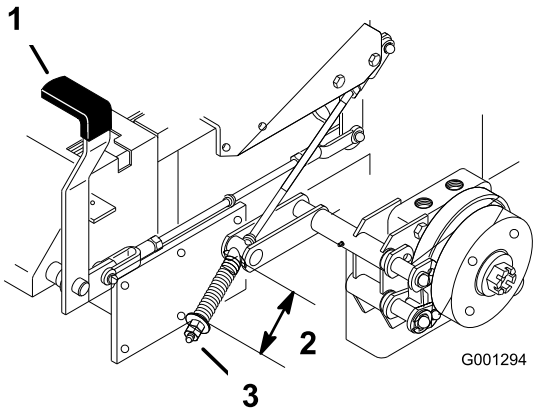

**Figur 66**
2. Mål lengden på fjæren. Lengden mellom skivene skal være 64 mm (Figur 66).
3. Hvis det er nødvendig med justering må du koble ut parkeringsbremsen, løsne på låsemutteren under fjæren og justere mutteren rett under fjæren (Figur 66).